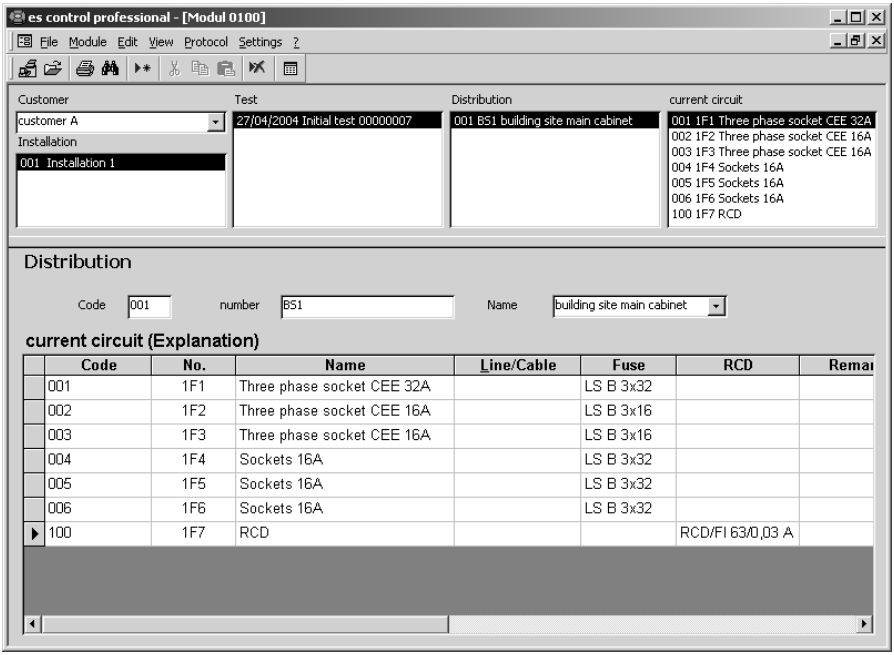

Figure 6.27: “Distribution” window with entered residual current device
- Select the function Customer, Installation, and Test from the UNITEST es control 0100 professional software (Customer A, Installation 1, initial test) in compliance with Figure 6.27.